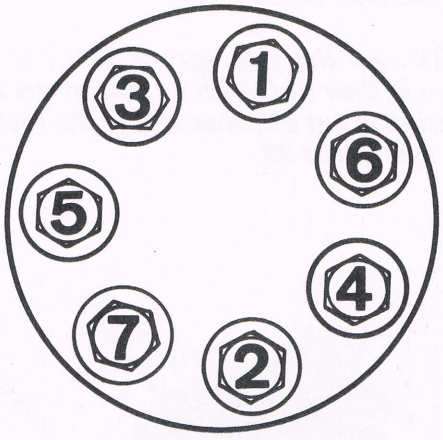

Fig. 26
a. Torque all seven of the special bolts to 2.7-4.1 N·m (2-3 ft-lbs) in the sequence shown in Fig. 26.
b. Torque all seven of the special bolts to 20-26 N·m (15-19 ft-lbs) in the sequence shown in Fig. 26.